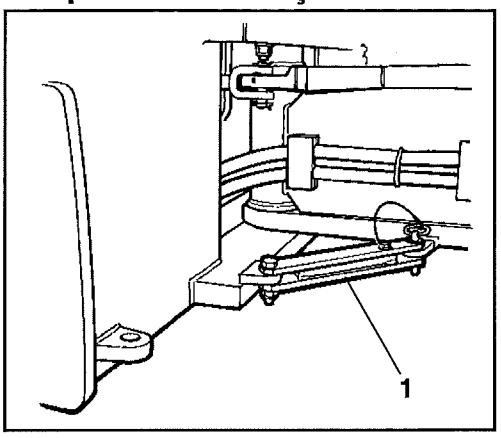

Fig. 32 ***Transporte do cilindro***
1. Tranque a articulação de acordo com a fig. 32.